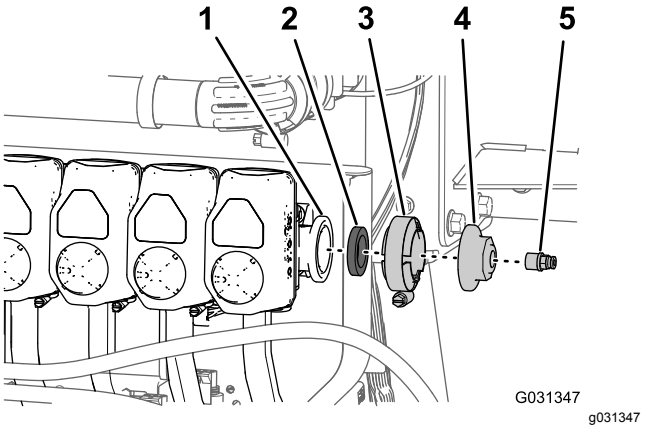

Figur 183
1. Fjern rørkoblingen fra lokket på flensen på høyre side av dyseventil 10 (Figur 183).
2. Fjern flensklemmen, pakningen og endedekslet fra dyseventil 10 (Figur 183).